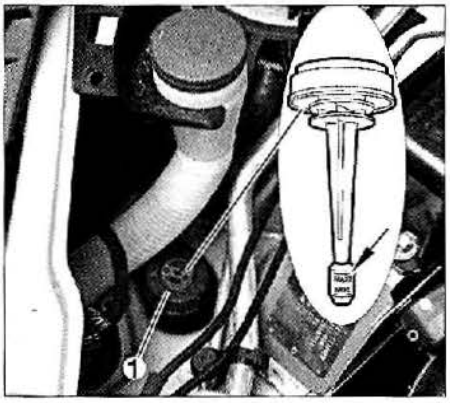

FIG. 18
• Abrir el tapón de llenado (1) **(fig. 18)**
• Llenar el depósito de asistencia de dirección hasta la marca MAX del tapón (1) **(fig. 18)**.